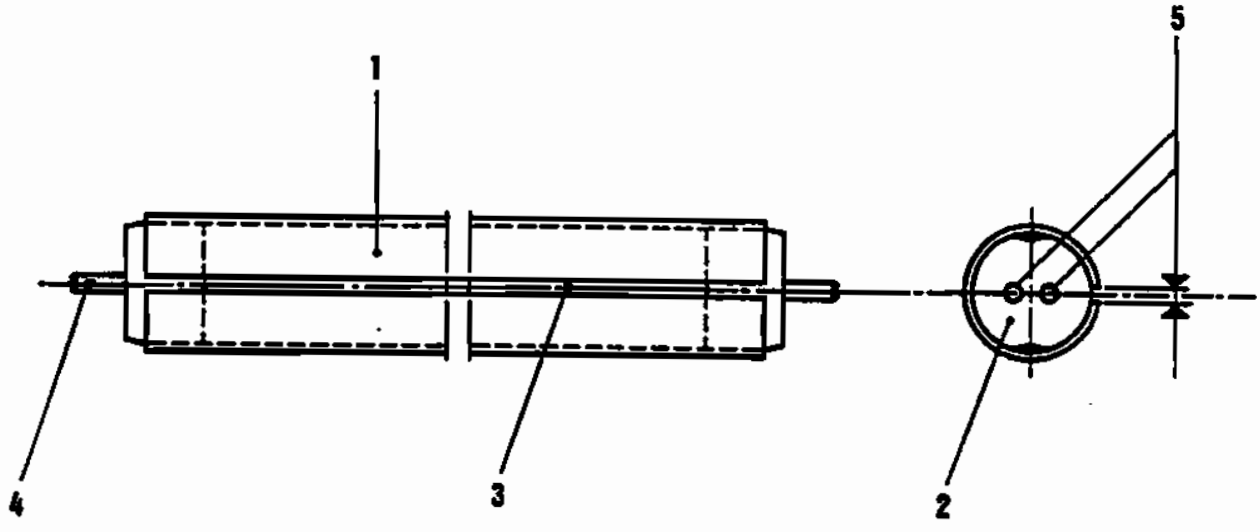

Figure 9: Replacing the coloured lamp cover
1.) Remove the coloured lamp cover (Fig.9–1) from the defective lamp.
3.) Mount the warmed lamp cover over the new lamp. Make sure that the slot (Fig.9–3) of the lamp cover and the pins (Fig.9–4) of the lamp are aligned (Fig.9–5).